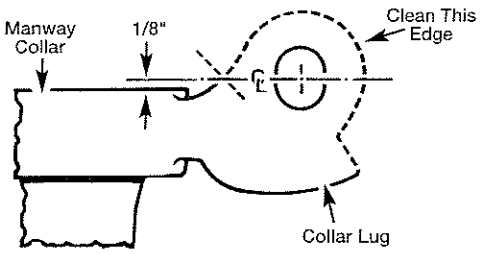

Figure 16: Preparing Collar Lugs
2. Inspect manway collar lugs for correct alignment. The elongated slots should be in line and located from the top of the manway collar as indicated in Figure 16.
3. Grind or file edges indicated in Figure 16 to remove forging flash.